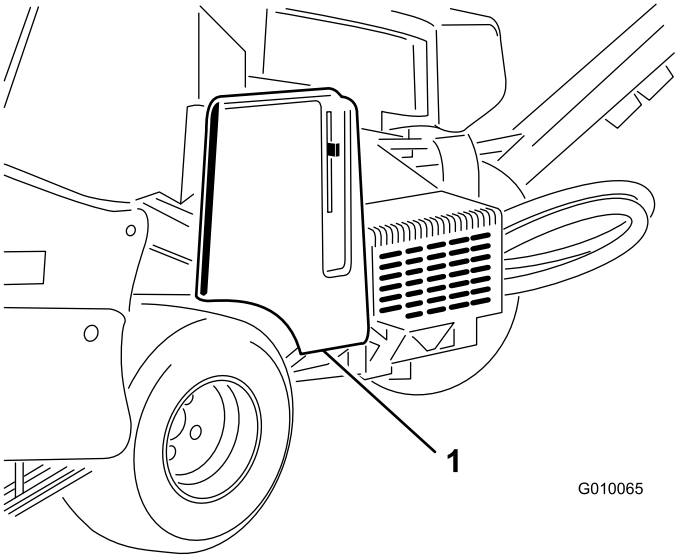

Figur 55
1. Lås opp og ta av remdekselet (Figur 55).